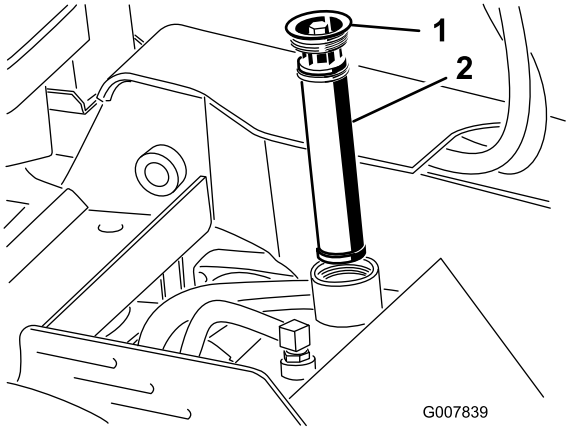

Rysunek 18
5. Oczyść obszar wokół szyjki wlewu zbiornika hydraulicznego, usuń korek i filtr z szyjki wlewu, korzystając z klucza nasadowego (Rysunek 18).